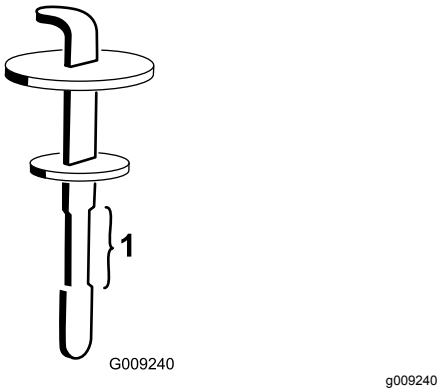

**Figur 134**
5. Ta ut oljestickan ur påfyllningsröret och torka av den med en ren trasa. För in oljestickan i påfyllningsröret, och ta sedan ut den igen och kontrollera oljenivån (Figur 134).